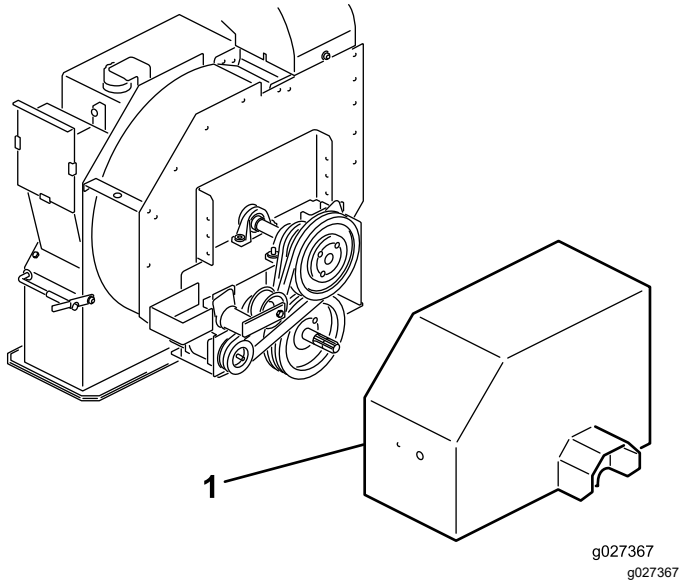

Figure 14
1. Desserrez les boulons et écrous qui fixent la protection au carter de la turbine (Figure 14) et déposez la protection.
2. À l'arrière du cadre, desserrez le boulon qui fixe le tendeur de courroie au cadre (Figure 14).